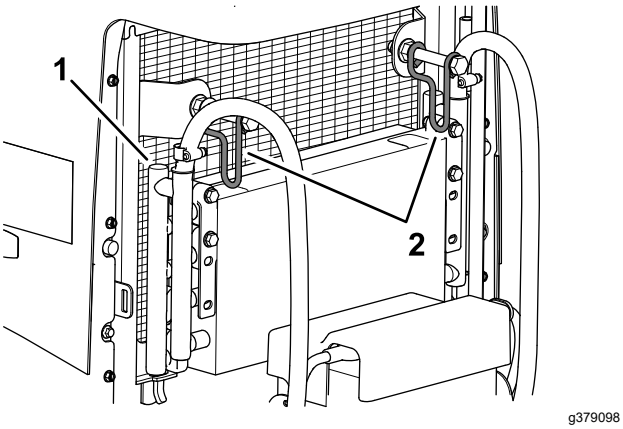

Figuur 113
7. Draai de 2 vergrendelingen van de oliekoeler naar binnen en kantel de oliekoeler (Figuur 113).